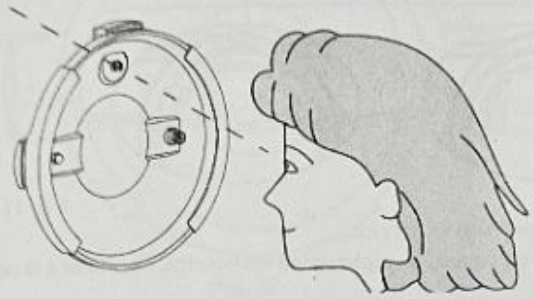

Fig. 9
1. Avant utilisation, s'assurer que l'orifice de la soupape de sécurité et du tuyau d'échappement de vapeur est dégagé. Si l'un d'eux est obstrué, le déboucher avec l'aiguille de nettoyage fournie (Fig.9). Vérifier que l'échappement de vapeur n'est pas obstrué.